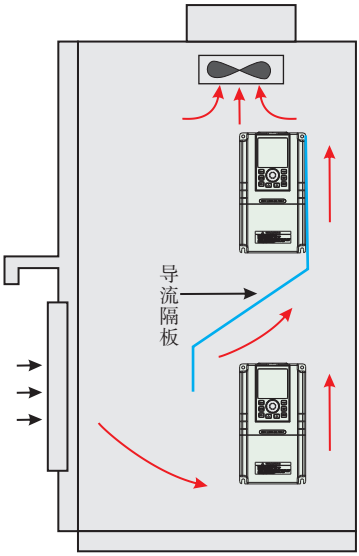

图 3-2 多台变频器的安装示意图
- 多台变频器采用上下安装时，中间应用导流隔板，如图3-2所示；